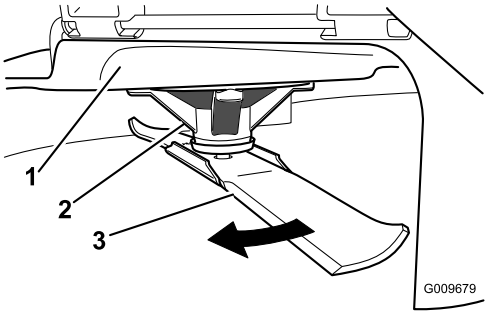

Figur 48
2. Mens der bæres tykt polstrede handsker eller anden tilstrækkelig håndbeskyttelse, drejes skærekniven langsomt til en position, som gør det muligt at foretage en effektiv måling af afstanden mellem skærekanten og den plane overflade, maskinen står på Figur 48).